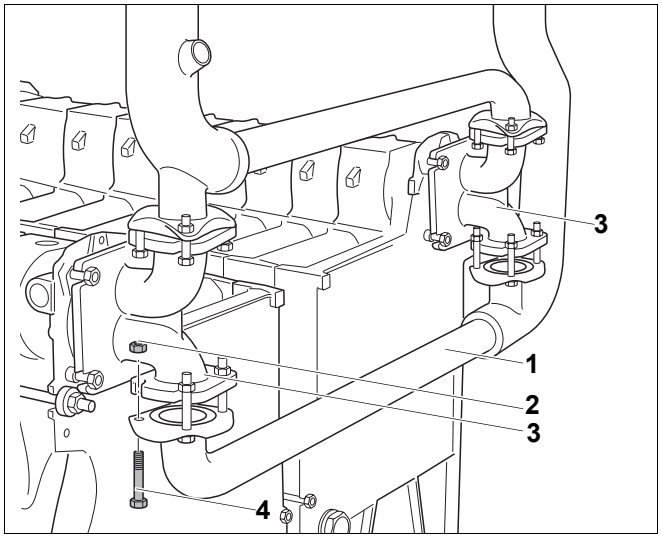

Rys. 30 Montaż rury powrotu
- Luźno przykręcić rurę powrotu (rys. 30, **poz. 1**) przy pomocy dwóch śrub z łbami sześciokątnymi M12 x 80 (rys. 30, **poz. 4**) i dwóch nakrętek z włożonymi podkładkami (rys. 30, **poz. 2**) po przekątnej do kształtek przyłączeniowych (rys. 30, **poz. 3**). Śruby z łbami sześciokątnymi należy włożyć od dołu.